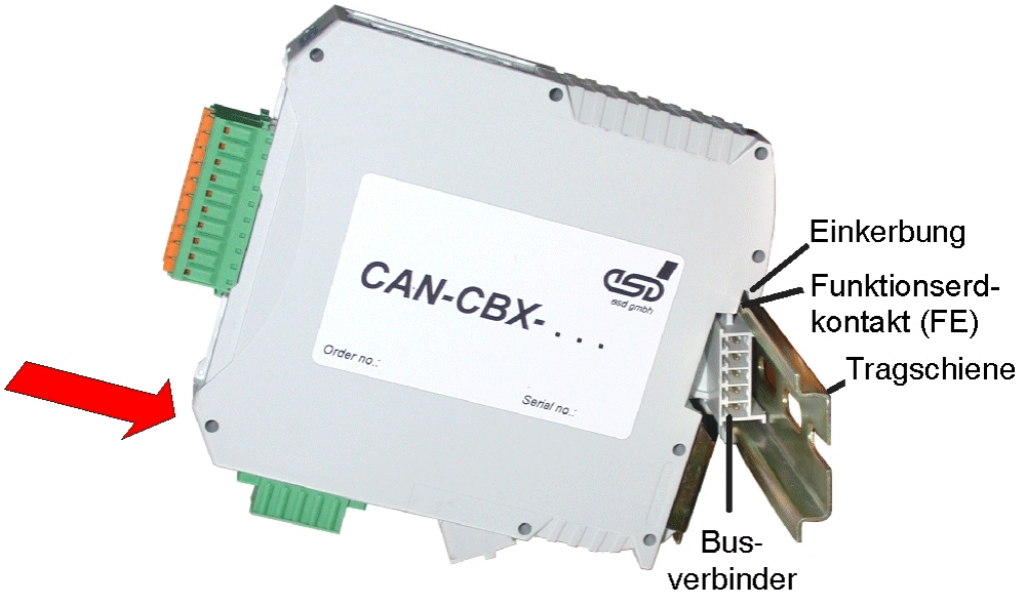

Abb. 8 : Einsetzen des CAN-CBX-Moduls
3. Schwenken Sie nun das CBX-Modul auf die Tragschiene auf, indem sie das Modul entsprechend der Pfeilrichtung in Abbildung 8 nach unten an die Tragschiene heran drücken. Dabei wird das Gehäuse durch die Führungsschiene des Busverbinders mechanisch geführt.